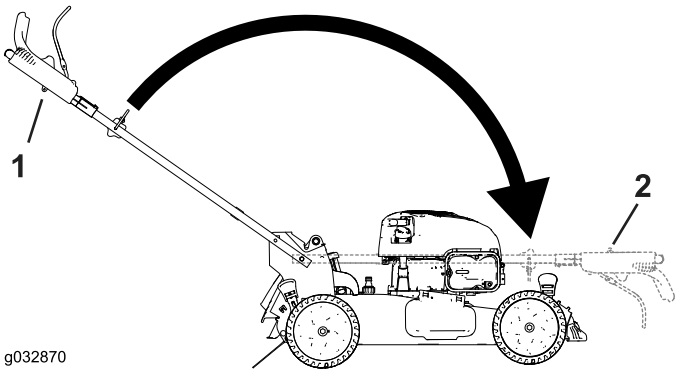

Figuur 28
2. Verwijder de handgreep door deze naar voren te draaien (Figuur 28).